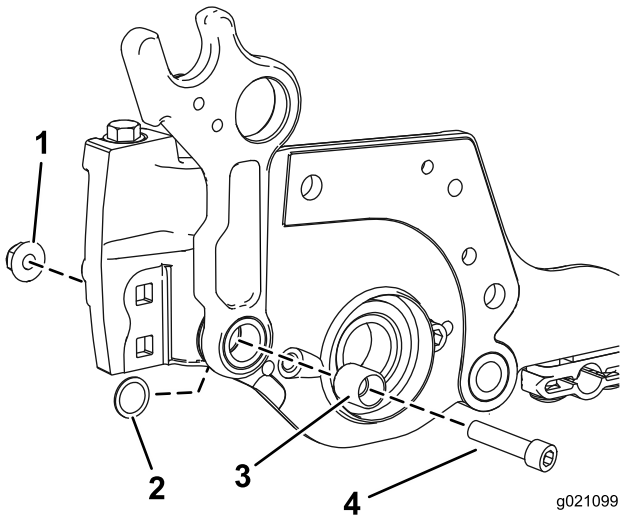

Figure 5
5. Install a bolt (3/8–16 x 1-1/4 inch) and a new spacer, and secure them using the nut provided in the kit (Figure 5).
Note: Ensure that the flat washer is between the frame and the side plate, and that the flat washer is placed around the spacer shown in Figure 5.